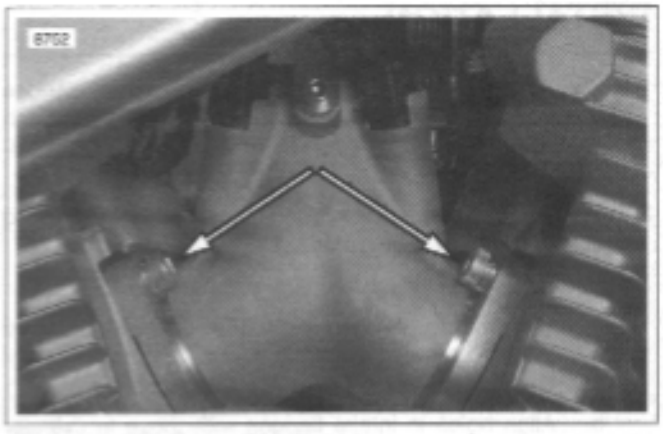

Figure 4-103. Intake Manifold fasteners (gearcase cover side)
b. Remove fastener (1) holding manifold to engine mount.
c. See Figure 4-103. On gearcase cover side, remove both intake flange fasteners from cylinder heads.